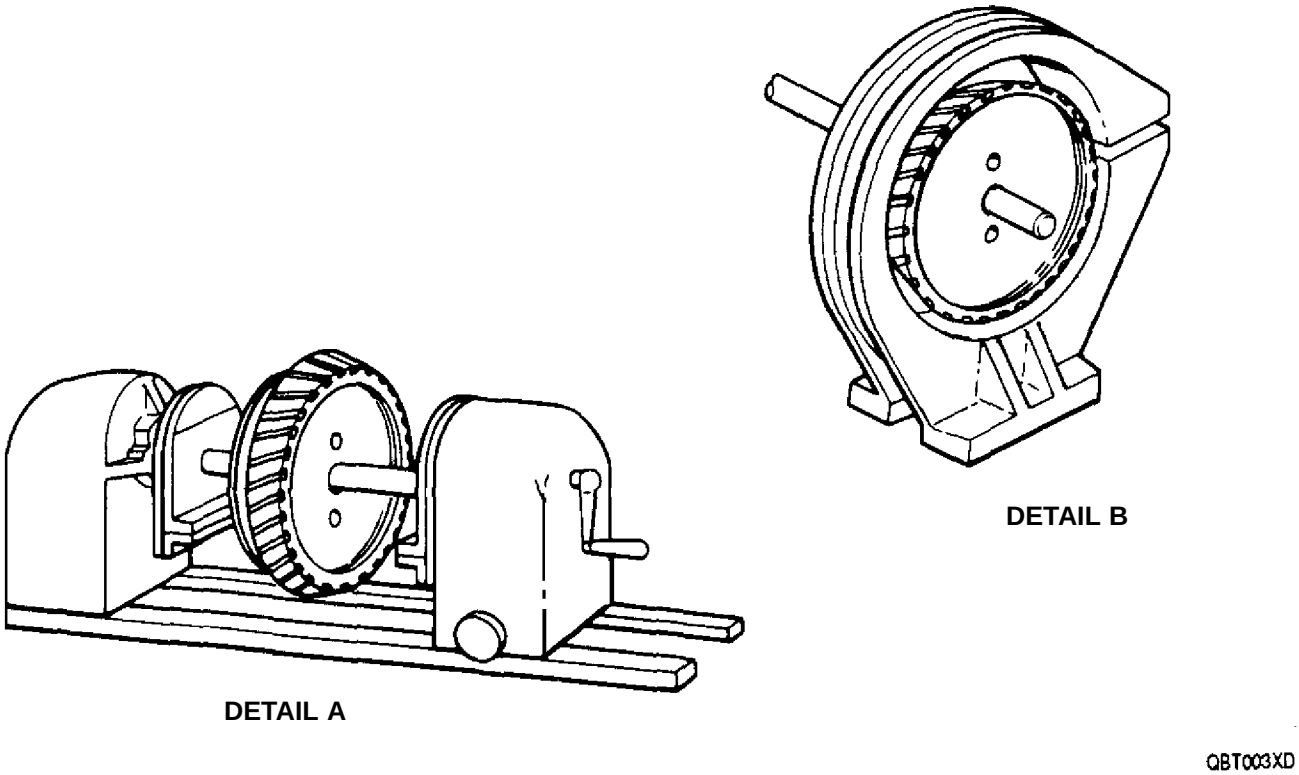

Figure 1. Compressor Wheels Magnetic Inspection
a. Circular magnetism (Detail A, figure 1).
(1) Place selector switch to the DC position.
(2) Place a 12 in. long, 0.625 in. diameter copper rod through the center bore of the wheel. Clamp rod lengthwise between the machine heads under sufficient pressure to ensure positive electrical contact.
(3) Flood entire wheel with inspection fluid, covering both inside and outside surfaces, and magnetize by passing an electrical current of 3500 − 4000 amperes through rod for one second maximum. Remove fluid flow a fraction of a second before the current is broken. The current used should be sufficient to develop indications of defects but not material flow lines.
(4) Inspect wheel in a well darkened area using a black light. Pay particular attention to longitudinal and radial indications. Mark all indications observed. Evaluate the indications under a strong white light and 10X magnification.
b. Longitudinal magnetism (Detail B, figure 1).
(1) Place selector switch to COIL position.
(2) Select a soft iron rod 12 in. long, 0.625 in. diameter and pass through center bore of wheel. Clamp iron rod between the heads only as a means to support wheel in the coil.
(3) Place wheel within the coil with longitudinal axis of the wheel parallel to the longitudinal axis of the coil. The inside diameter of the coil should not exceed 15 in.
(4) Energize coil with one shot at 2500−3000 amperes for one second maximum.
(5) Flood entire wheel with inspection fluid. Remove wheel from coil and allow to drain for one minute.
(6) Inspect wheel in a well darkened area using a black light. Pay particular attention to circumferential and transverse indications. Mark all indications observed. Evaluate all indications under a strong white light and 10X magnification.